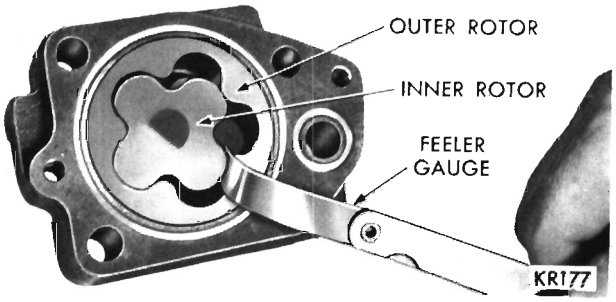

Fig. 61—Measuring Clearance Between Rotors
(7) If the tip clearance between inner and outer rotor (Fig. 61) is more than .010 inch, replace inner and outer rotor.